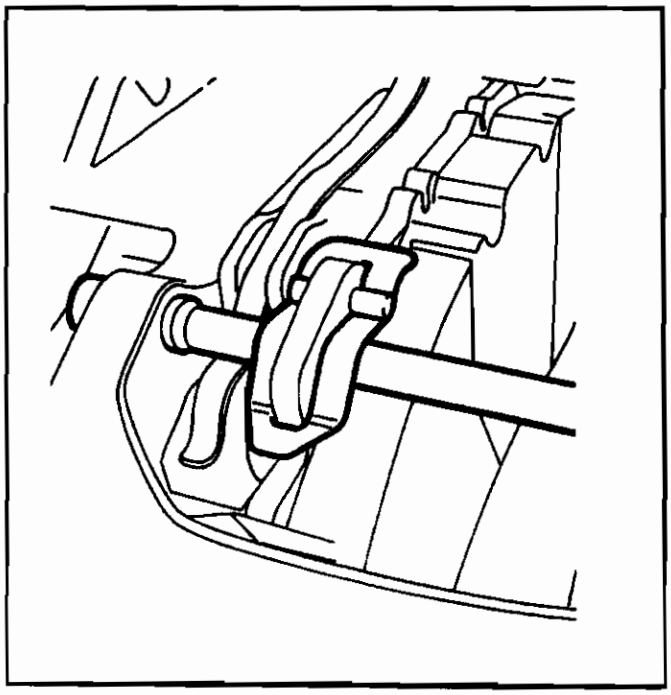

Figure 8.
4. Install the spreader spring on the spreader plate and hold it in position while tapping one of the pad retaining pins from the inboard side of the caliper. Ensure the pad retaining pin locates correctly under the integral pad springs (Figure 8) when it is tapped fully in.